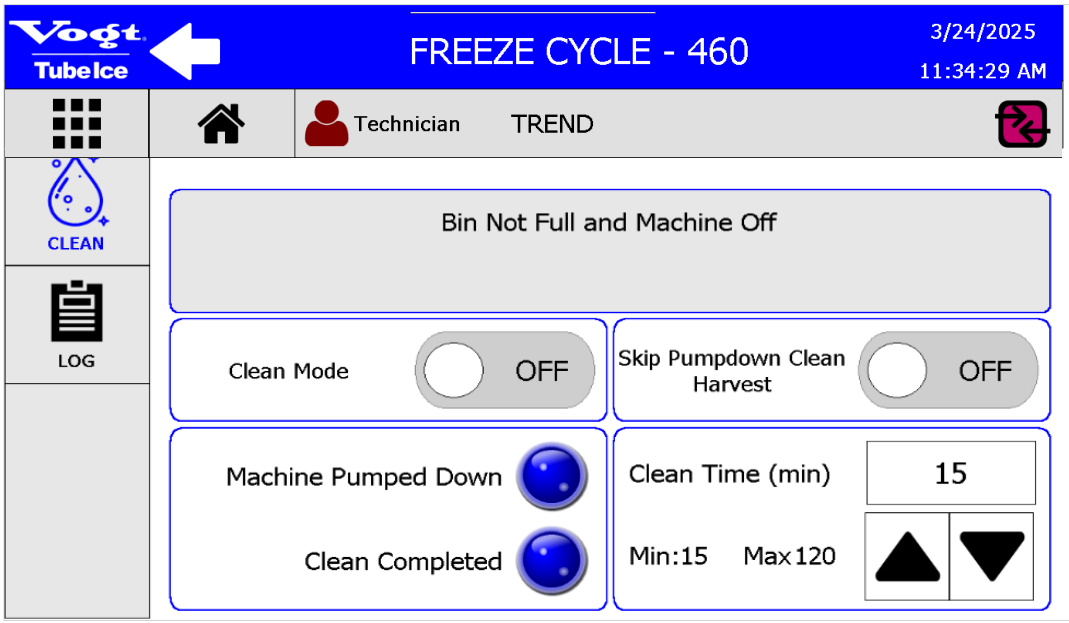

Figure 66: CLEAN Screen – Clean Completed
11. When the machine has completed a cleaning cycle, the icon next to **Clean Completed** will turn blue and the machine will automatically turn off the **Clean Mode**. See **Figure 66**. Repeat cleaning if necessary.